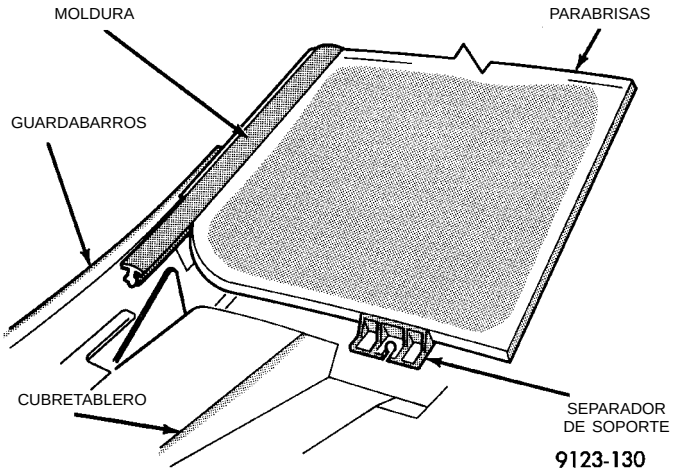

Fig. 1 Molduras del parabrisas
(1) Retire el espejo retrovisor interno.
(2) Retire los brazos del limpiaparabrisas.
(3) Retire la tapa del cubretablero.
(4) Coloque cubiertas de protección sobre el tablero de instrumentos y el capó.
(5) Retire las molduras del parabrisas (Fig. 1) mediante el empleo de una herramienta de gancho adecuada y una varilla ajustadora.